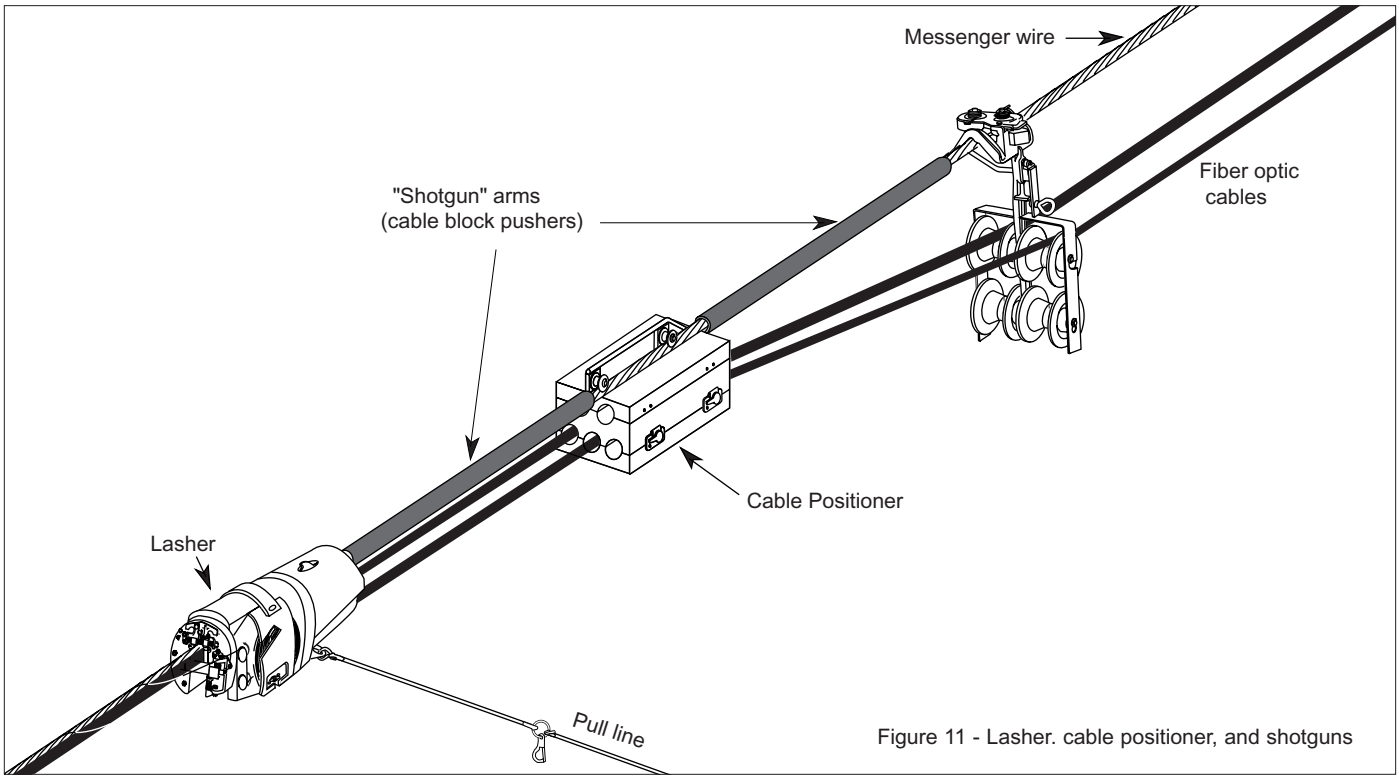

Figure 11 - Lasher. cable positioner, and shotguns
4.24 Corning Cable Systems recommends that a "shotgun" arm (cable block pusher) be used between the lasher and the cable guide chute when lashing aerial cable (Figure 11). As illustrated in the respective installation procedures, a shotgun mounted in front of the lasher serves as a spacer for the cable guide (and multi-cable positioners, if required) during drive-off installations; in back-pull installations the arm pushes cable blocks located mid-span to the next pole for removal as the cable is being lashed. If a “shotgun” arm cannot be placed on the strand, maintain the chute/positioner-to-lasher spacing by means of the pull-lines attached to the lasher and positioner or gable guide chute.
4.26 If more than one cable is being lashed, install the cable positioners and pushers on the strand in their proper sequence. Install the cable positioners so that their hinges and knobs are facing you on the pole or the aerial lift (see Figure 11).